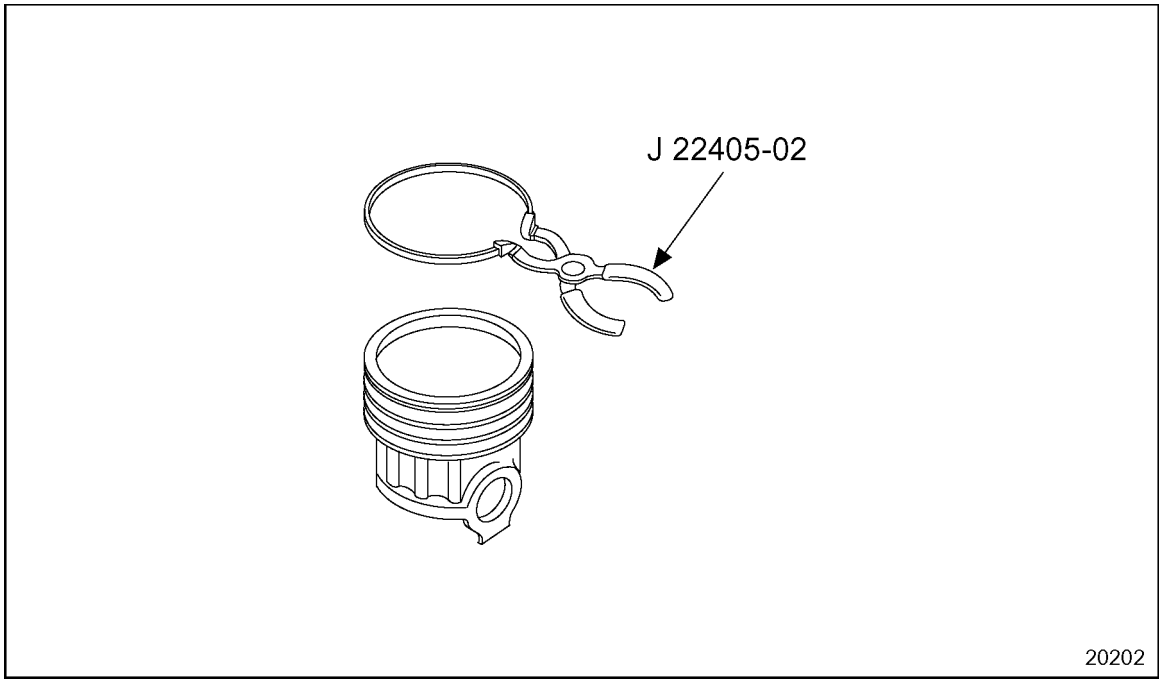

Figure 1-267 Removal of Piston Rings
1. Remove the piston rings with tool J 22405-02. See Figure 1-267.